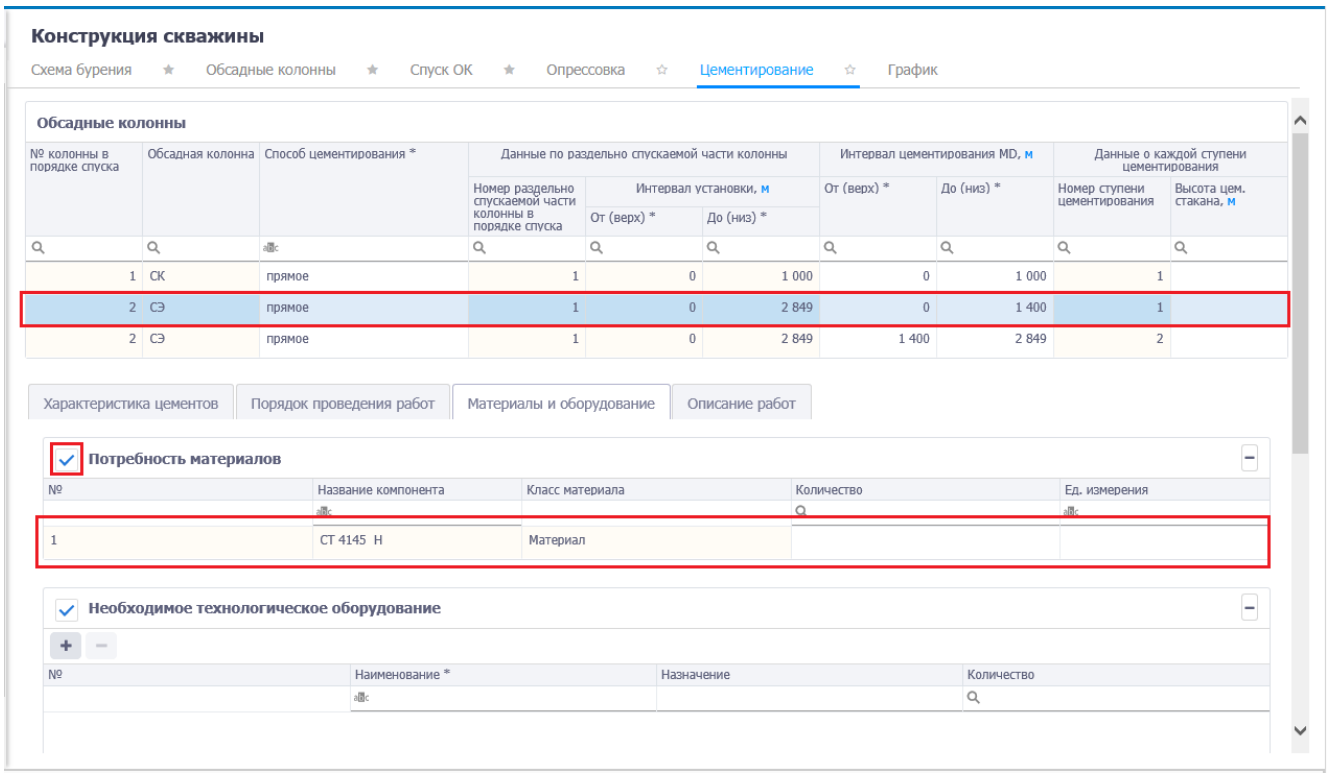

Рис. 3.132
3) Затем следует перейти на вкладку «Материалы и оборудование» и установить флаг у таблицы «Потребность материалов». Компоненты, добавленные в таблицу «Состав жидкостей», отобразятся в таблице «Потребность материалов» (рис. 3.132) для выбранной секции.